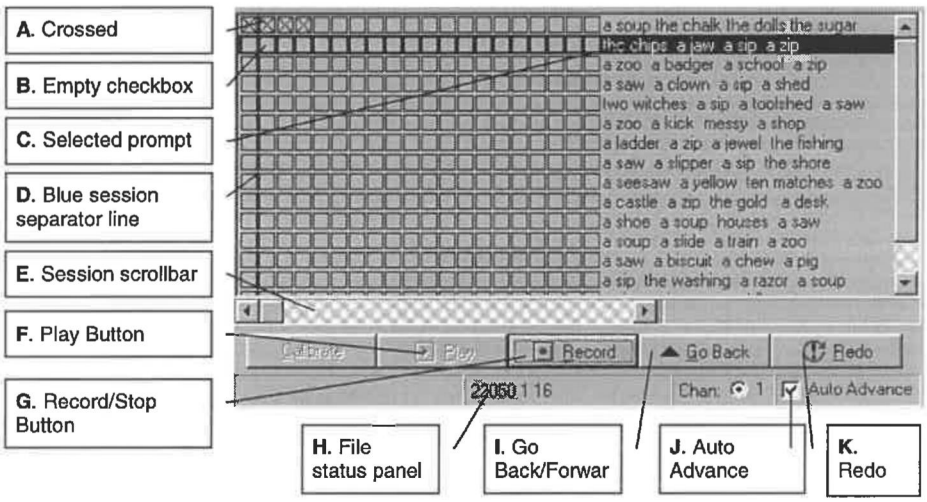

Figure 13 Recording Listbox, Buttons and Status bar
1. Select the prompt to be recorded by clicking on the prompt in the prompt list (Figure 13**C**) so that the selected prompt is highlighted.
A recorded file is represented by a crossed box in the 'Prompt List' display (Figure 13**A**). Empty boxes (Figure 13**B**) are simply place markers showing than no data was recorded for a particular session or prompt. To play a file that has been recorded by the current client, simply select a file by clicking on a crossed box opposite a prompt. The crossed box will turn white.
The date and time of a recording is automatically stored. All recordings made in one day are grouped and separated by a blue session separator line (Figure 13**D**) . If you hover the cursor over a box in the 'Prompt List' display the date and time of the recording are revealed as a 'Hint' next to the cursor. The date and time of a recorded file are also displayed ion the status panel (Figure 13**H**) if a file is selected.
The file status panel (Figure 13**H**) Shows the sample rate (default = 22050Hz) number of channels (default = 1 for mono recording) and the number of bits per sample (default:16). When a recorded file is selected, the file status panel displays the prompt text with the date and time that the file was recorded.